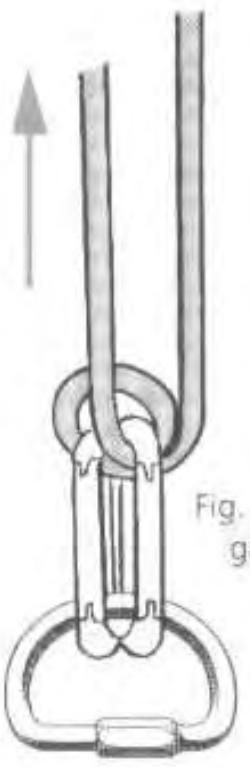

Fig. 344 – The garda hitch.
3. **The garda hitch** (heart knot) is another option (fig. 344). This one only requires two identical carabiners.